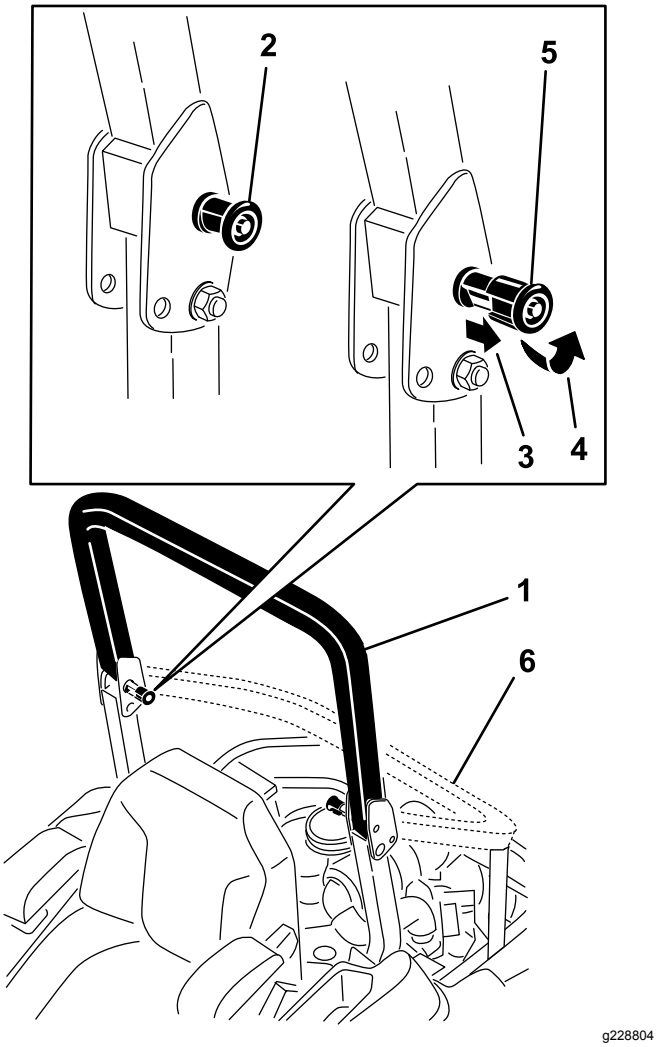

Figuur 8
2. Trek de beide knoppen uit en draai ze 90° zodat ze niet meer ingeschakeld zijn (Figuur 8).
3. Klap de rolbeugel omlaag (Figuur 8).
1. Klap de rolbeugel uit naar de bedrijfsstand en draai aan de knoppen tot ze gedeeltelijk in de groeven gaan (Figuur 8).
2. Breng de rolbeugel volledig omhoog terwijl u tegen het bovenste gedeelte van de rolbeugel duwt. Hierdoor klikken de pennen op hun plaats zodra de openingen met de pennen zijn uitgelijnd (Figuur 8).